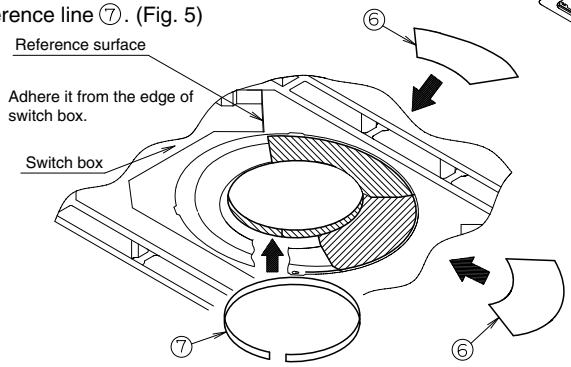

Fig. 4
(4) Adhere the moisture absorber ⑥ in accordance with the reference surface without wrinkles. (Fig. 4)